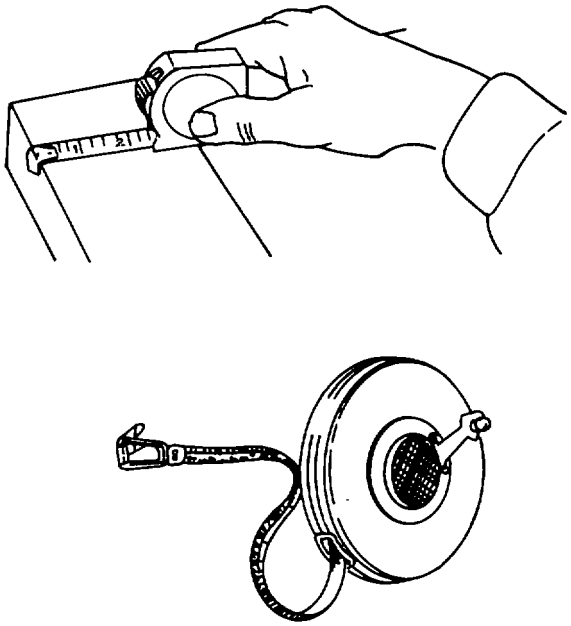

Figure 3-8. Typical Tapes
a. Tapes. There are several kinds and lengths of tapes, but the one most often used is 6 feet long and made of flexible steel. It is coiled in a circular case and may or may not have one end fastened permanently to the case. It is graduated on one side only in 1/16 and 1/32 inch divisions. A small lip on the end prevents the tape from sliding completely inside the case and also easily lines up the end of the tape with the end of a piece of stock. Examples of typical tapes are shown in figure 3-8.